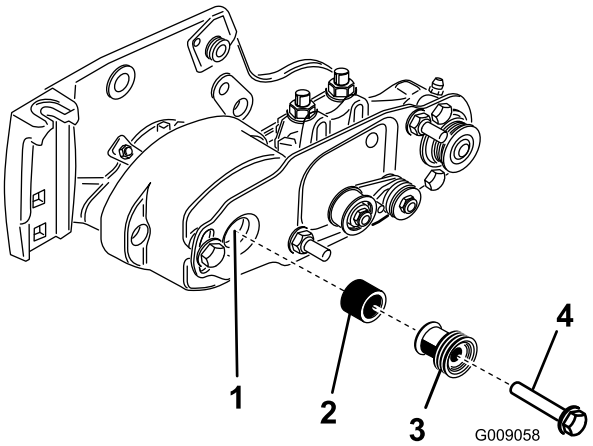

図 15
19. ベアリングハウジングのシャフトにスペーサを取り付ける図 15。
20. スペーサに駆動プーリを挿入し、駆動シャフトにはめる図 15 。プーリのタブが駆動シャフトのスロットにきっちりと嵌まるように取り付けること。
21. フランジヘッドボルト3/8 x 2 インチを使ってプーリとスペーサを駆動シャフトに固定する図 15。